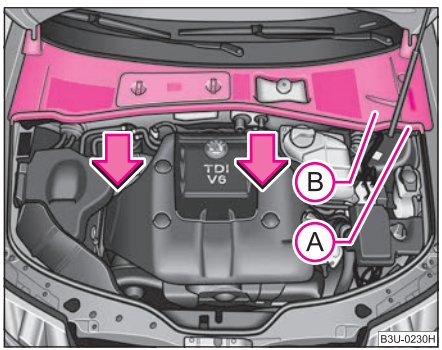

Fig. 180 Engine compartment: plenum chamber - cover
– Pull off gasket (A) and take out the cover of the plenum chamber (B) in the direction of the arrow ⇒ fig. 180.